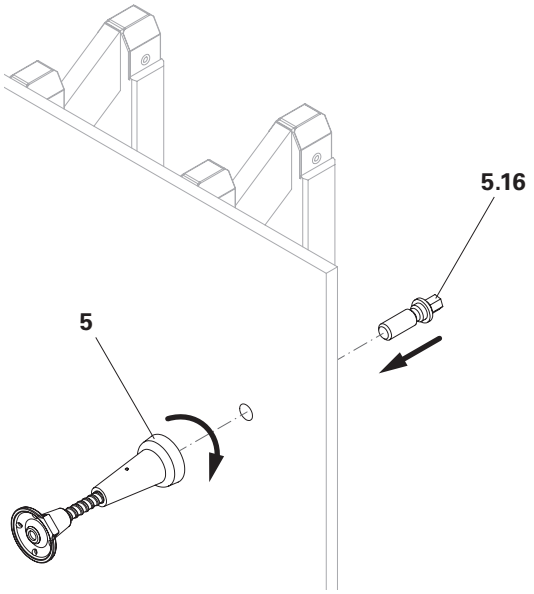

Abb. A2.20
2. Von der Schalhautvorderseite aus den Vorlaufanker (**5**) aufschrauben und festziehen (Abb. A2.20 und A2.21).